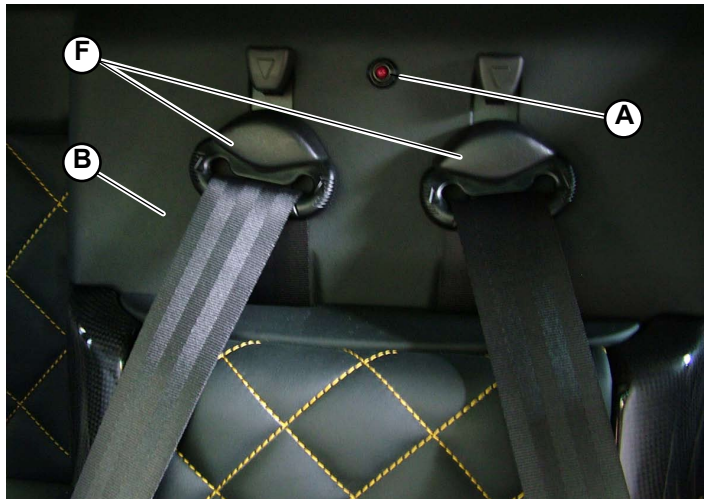

Fig.9
1. Pass the LED (**A-Fig.9**) through the hole on the seatbelt retractor cover (**B-Fig.9**).
4. Secure the belt stops to the guides using the 2 screws (**F-Fig.9**).